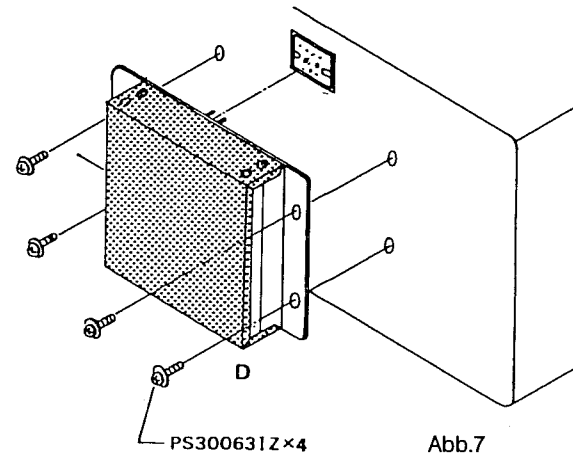

Abb.7
5. Das Modul nach Abb. 7 montieren. Der Stecker muß dabei, ohne daß hierzu Gewalt angewendet wird, festen Kontakt mit der Buchsenleiste bekommen.